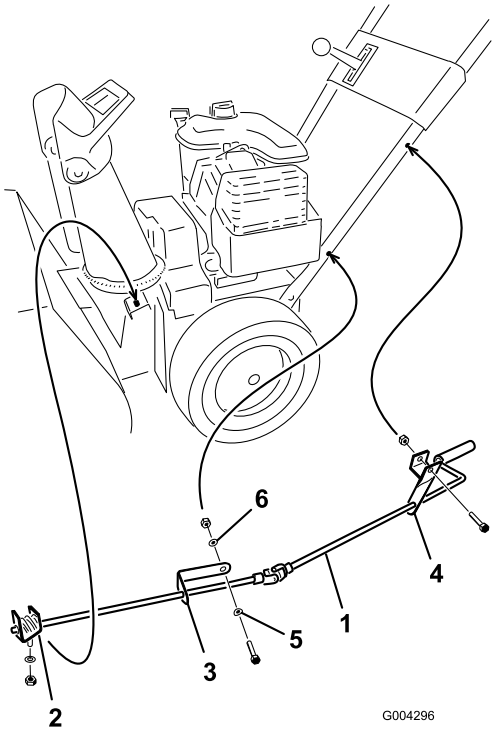

Bild 10
1. Befestigen Sie die obere Einstellhalterung der Auswurfkanalkurbel (an der Einstellstange für die Auswurfkanalkurbel befestigt) mit einer Schraube und einer Sicherungsmutter links am Griff (Bild 10).
2. Befestigen Sie die untere Einstellhalterung der Auswurfkanalkurbel (an der Einstellstange für den Auswurfkanal befestigt) mit einer Schraube, einer Wellenscheibe, einer flachen Scheibe und einer Sicherungsmutter links am Griff (Bild 10).
6. Ziehen Sie die Sicherungsmutter an, um die beiden Einstellhalterungen der Auswurfkanalkurbel zu befestigen (Bild 10).